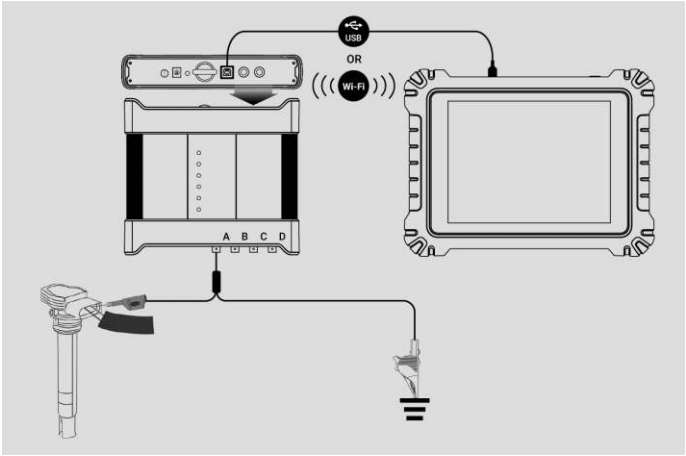

Figure 8-1 *Connection Diagram*
1. Insert the applicable test lead or probe terminal ends into the input channel(s) to complete the connection. (See *Figure 8-1 Connection Diagram*.)